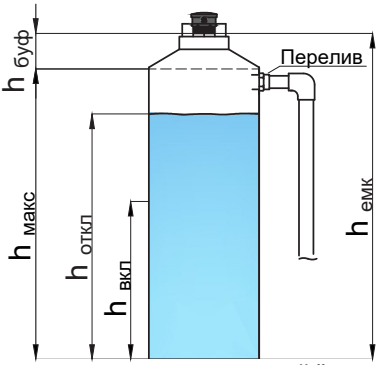

Рисунок 6.1 - Настройка параметров технологической ёмкости
- Буферное расстояние, **h буф**=0,3 м (см. рисунок 6.1)